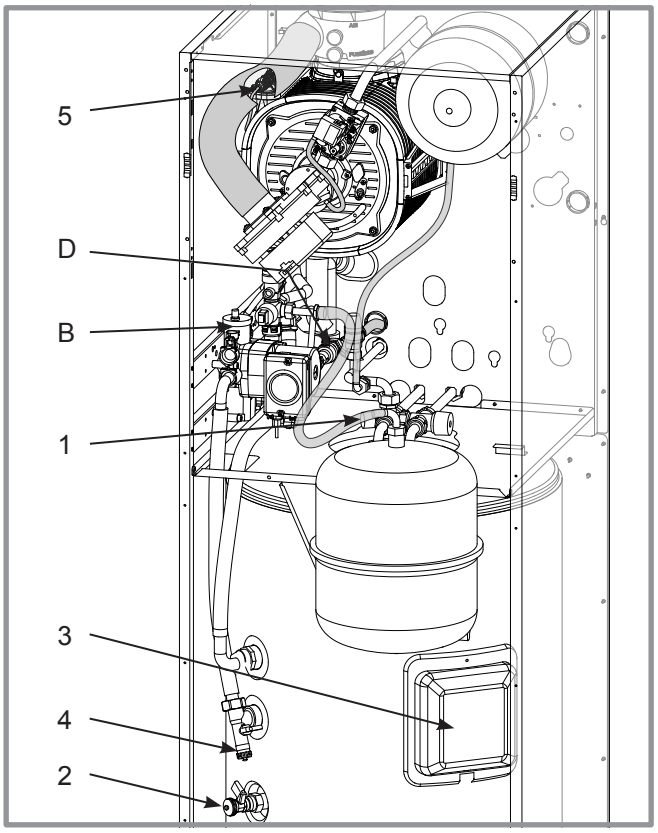

figure 52 - Vannes et purgeur
- Ouvrir le robinet de vidange de la chaudière (*figure 52, page 45*, rep. **4**).
- Ouvrir le purgeur de la chaudière (*figure 52*, rep. **5**).